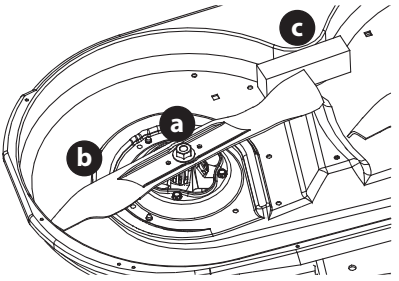

Fig. 50
2. Coloque un bloque de madera (c) entre el alojamiento de la plataforma y el borde de corte de la cuchilla (b) para ayudar a aflojar la tuerca hexagonal (a) que fija la cuchilla (b). Utilice una llave de 15/16 pulgadas para aflojar la tuerca hexagonal (a) (Fig. 50).